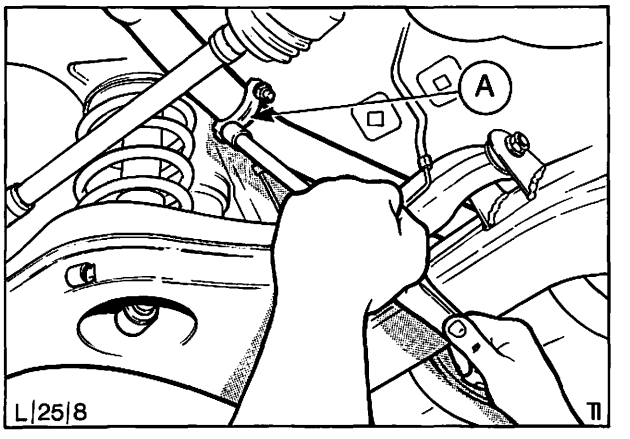

Abb. 9 A = Klemmschelle
2. Klemmschelle vor der Hinterachse vom Auspuffrohr abbauen, Abb. 9.